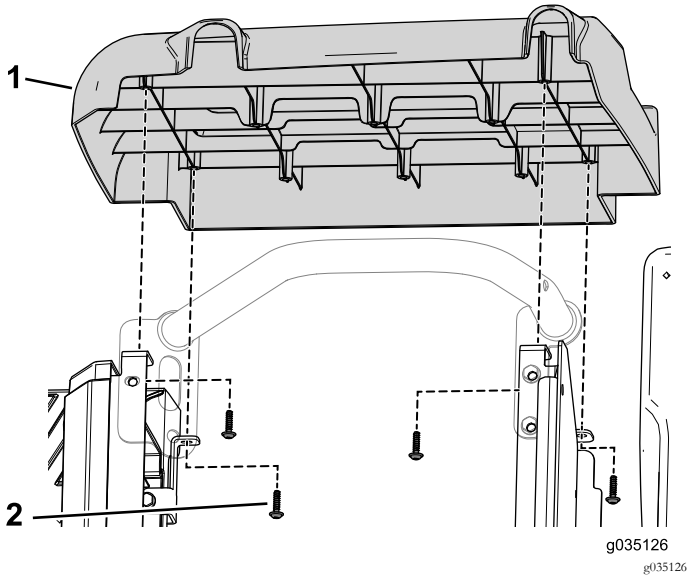

Figur 88
10. Brug de fire selvskærende skruer til at fastgøre den højre sideafskærmning til sædeenheden (Figur 88).